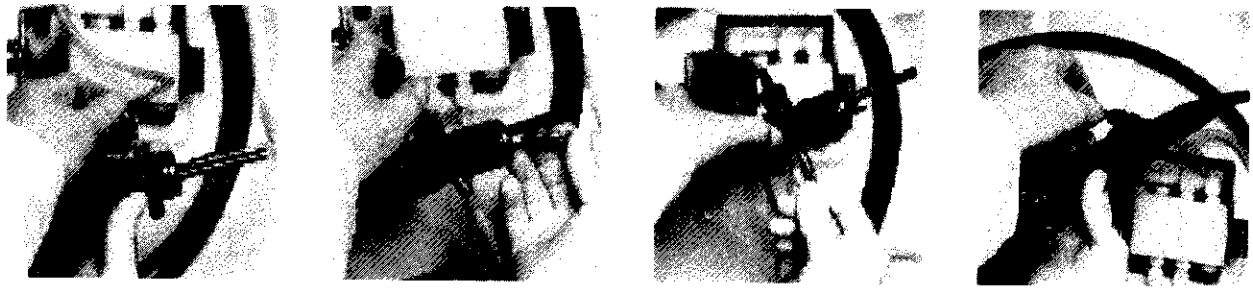

Figure 11 Connecting the Channels
1. Connect the endoscope channels. The names of the connections of the different channels may be found in the endoscope user manual. See *Figure 11* for details on how to hookup the endoscope to the connectors.